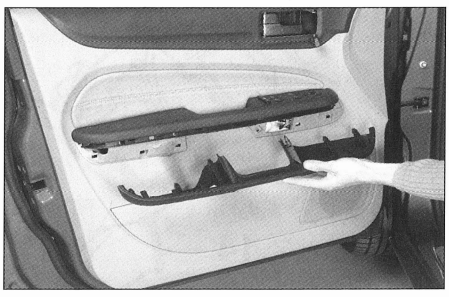

FIG. 53
• Desmontar el guarnecido inferior del apoyabrazos **(fig. 53)**.